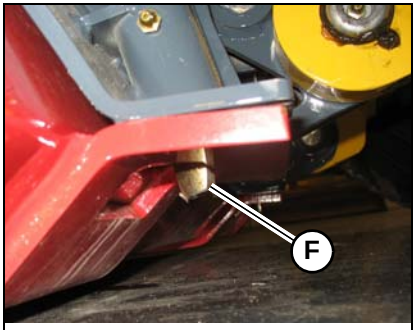

Figure 63 – Hitch Locking Pins
- **All-Tach® system manual hitch:** Perform the "Mandatory Safety Shutdown Procedure" on page 14 and move hitch lock lever all the way to the left (G).
- **Power-A-Tach® system quick attach hitch:** Press the Power-A-Tach® system lock button (N) on the control keypad until safety flags (H) have moved all the way out.
7. Make sure the locking pins (F, Figure 63) are fully engaged down through the holes in the attachment.
WARNING **To prevent unexpected release of the attachment from the hitch, be sure the locking lever is rotated all the way to the right (as viewed while facing back at the machine from the front) and the locking pins (F, Figure 63) extend down through the attachment frame.**